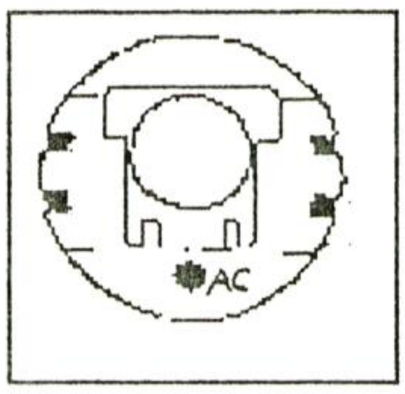

Fig. 1
1. Press the AC (All Clear) button (Fig. 1) on the back of the computer.